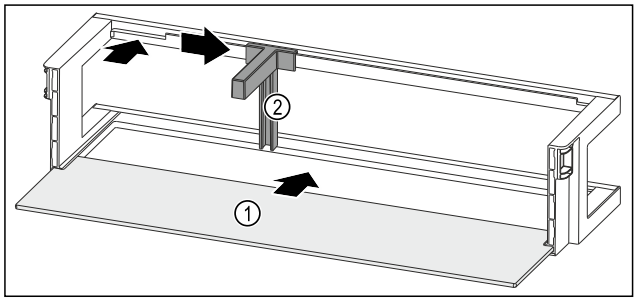

Fig. 196 Door rack with shelf
- ▶ Push the shelf *Fig. 196 (1)* into the side recesses.
- ▶ Insert the bottle holder *Fig. 196 (2)* in the recess.
- ▶ Push the bottle holder *Fig. 196 (2)* to the desired position to the side.